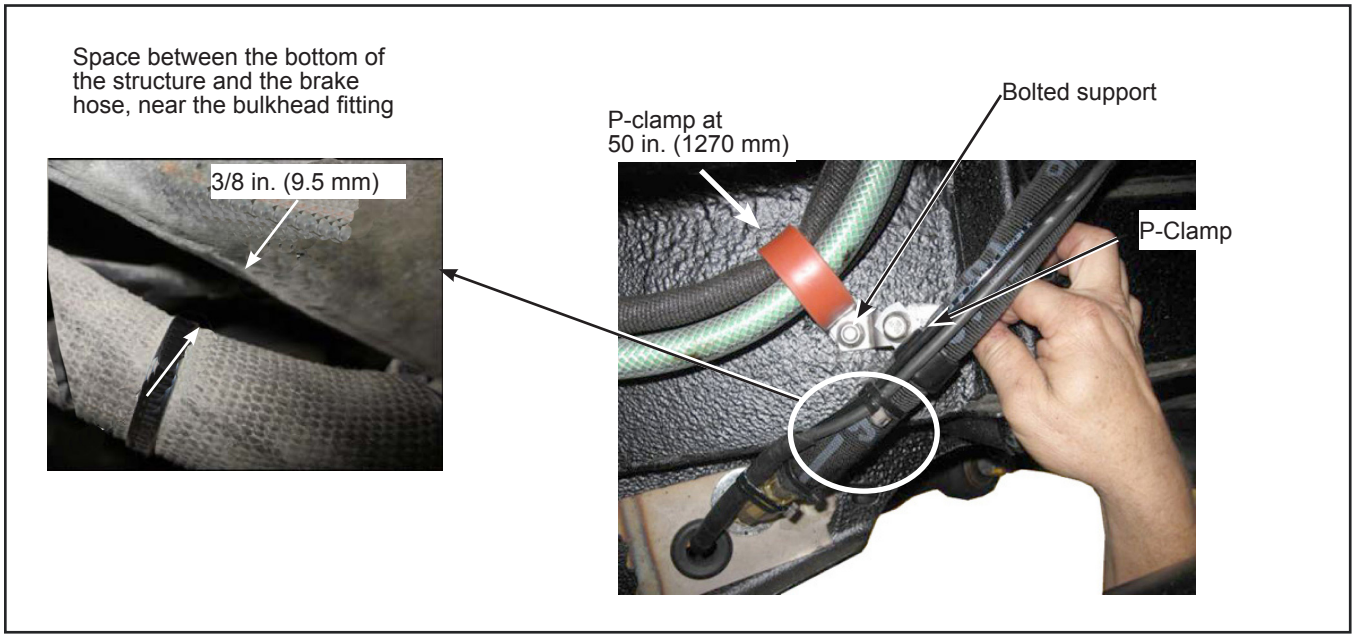

Figure 11 - P-Clamp and hose Position
2.13. Adjust the positioning of the P-clamp at the 50 in. (1270 mm) position, to obtain à minimal gap of 3/8 in. (9.5 mm) between the hose and the vehicle structure. See Figure 11.